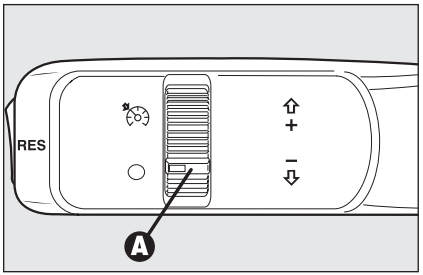

fig. 57
Gire el casquillo **A-fig. 57** a .
- ❒ gire el casquillo **A-fig. 57** a y pisando el pedal del acelerador lleve el coche a la velocidad deseada;
❒ girando el casquillo **A-fig. 57** a **O**;
En caso de funcionamiento defectuoso o de avería en el dispositivo, gire el casquillo A-fig. 57 a O y acuda los Servicios Autorizados Alfa Romeo después de verificar el estado del fusible de protección.